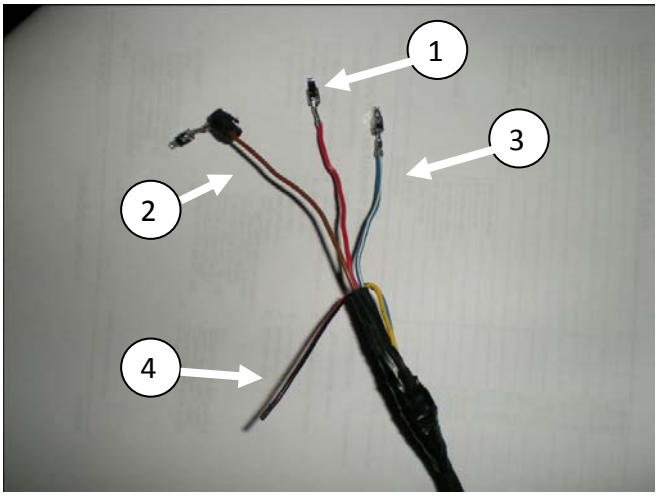

Bilde 41
Koble Rød kabel fra IPCU ben **FG+** *(varmer)* (5) til Rød/Sort kabel fra varmer *(bilde 41*, (4)*)*.